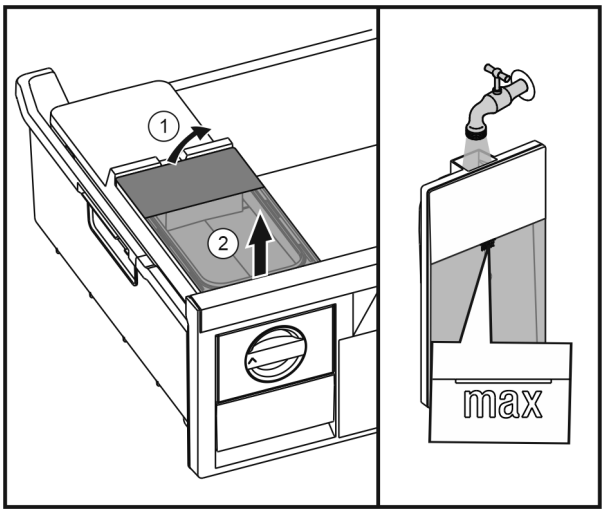

*Fig. 37*
▶ Lift up the water tank at the rear *Fig. 37 (1)* and take it out upwards *Fig. 37 (2)*.